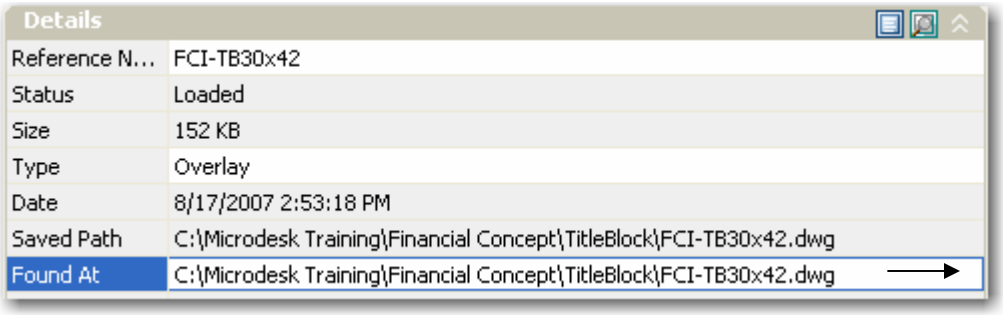

Figure 4.3.4
4. In the Details portion of the window, under Found At, click on the right side of the path line to bring up the box, as shown in **figure 4.3.4**